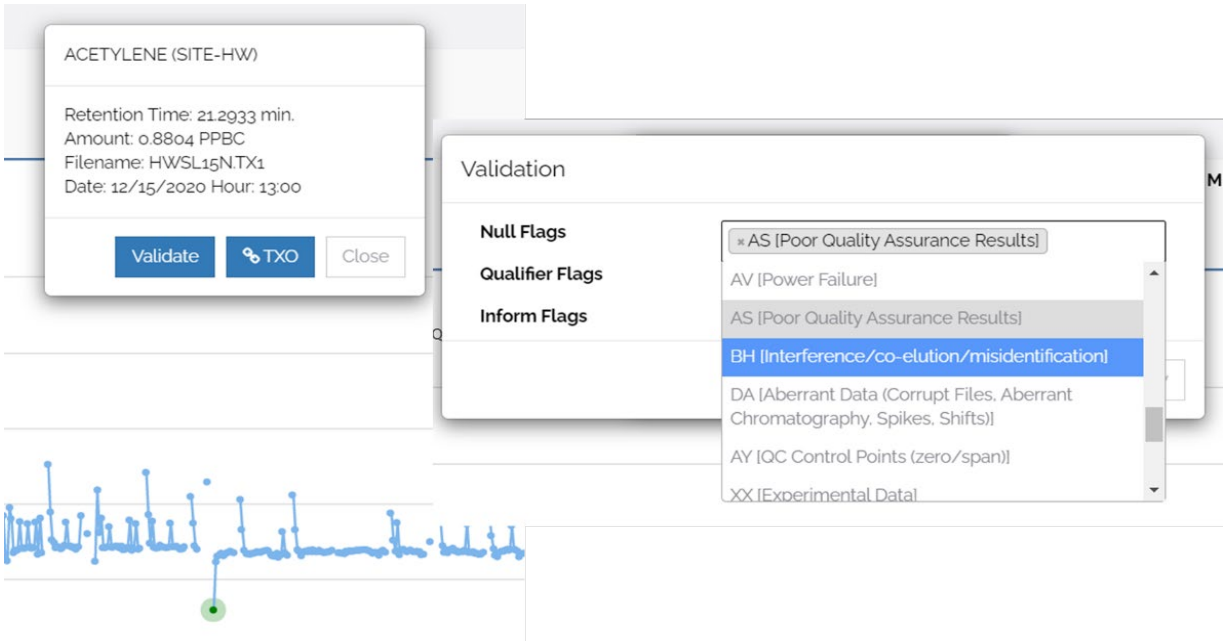

Figure 19. Invalidating individual data points in the time series graph in MAX
- The ambient data can be also flagged using the Ambient Time Series graphs option. Select the chart report option (**Figure 19**), click on Ambient Air series graph then select the site, start/end date and either retention times or amounts and components of interest.